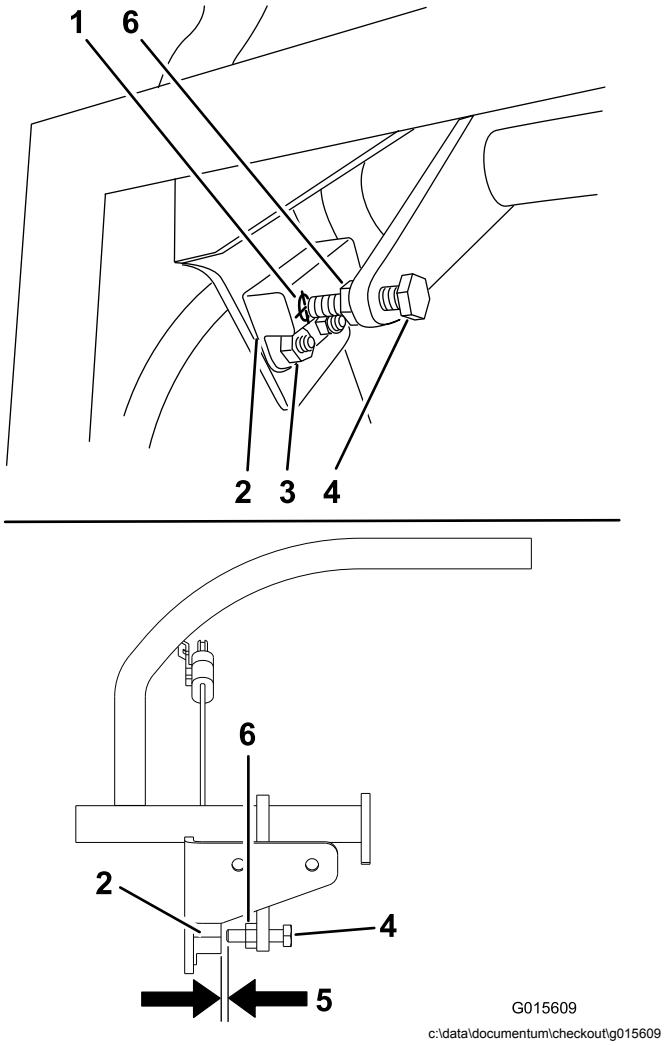

Figuur 56
1. Zorg dat de bout aan de rijhendel uitgelijnd is met het raakvlak van de afstandsschakelaar (Figuur 56).
2. Zet indien nodig de bouten los en stel de afstandsschakelaar af tot het raakvlak overeenkomt met de bout aan de rijhendel (Figuur 56).
3. Controleer de afstand van de bout tot de afstandsschakelaar; deze moet 0,51 tot 1,02 mm bedragen; zie Figuur 56.
5. Draai de contramoer vast als de bout afgesteld is (Figuur 56).